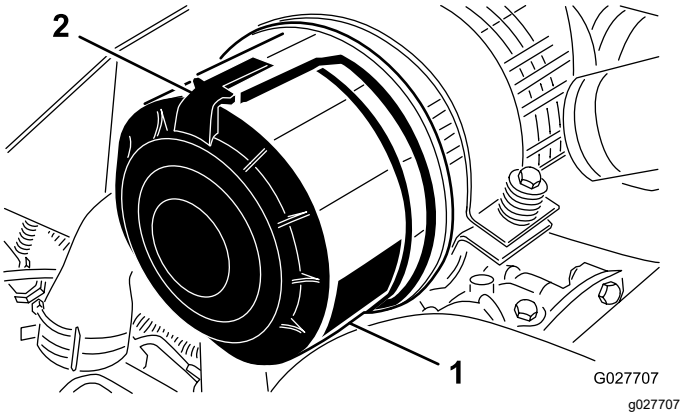

Figur 57
1. Utløs låsene som fester luftrenserdekslet til luftrenserhuset (Figur 57).